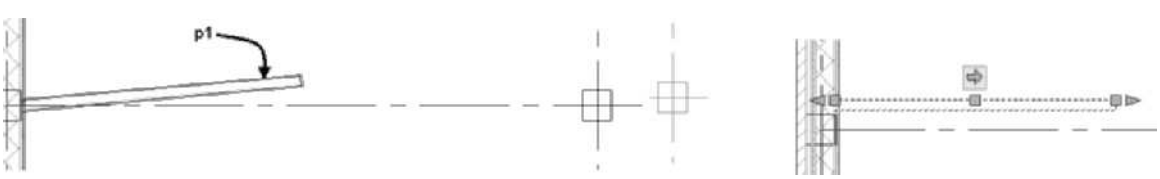

FIGURE 2.61 *Horizontal constraint applied to wall*
10. The interior wall shown at p1 shown in Figure 2.61 is currently rotated 5 degrees. In this step you will use the Horizontal constraint to modify the interior wall to the horizontal position. Select the interior wall at p1 as shown in Figure 2.61 to display the Wall contextual tab.
Select an object or [2Points]<2Points>: *(Select the wall at **p1** as shown in Figure 2.61.)*
Wall is positioned to horizontal as shown in Figure 2.61.